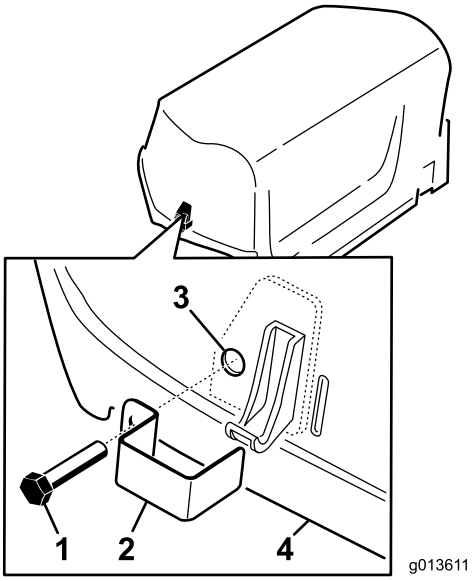

Rysunek 7
1. Zamocuj blokadę zaczepu na lewym i prawym zaczepie pokrywy za pomocą śruby (łącznie dwóch) (Rysunek 7).
2. Za pomocą szczypiec lub klucza regulowanego wkręć wewnętrzną podkładkę blokującą na każdą śrubę (1-2 obroty), aby ją zamocować (Rysunek 7).